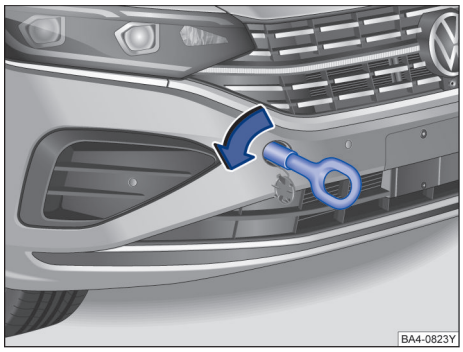

图 193 在保险杠的右前部：安装牵引环
- 将牵引环朝箭头方向拧入螺纹孔内，直到限位位置 →图 193。